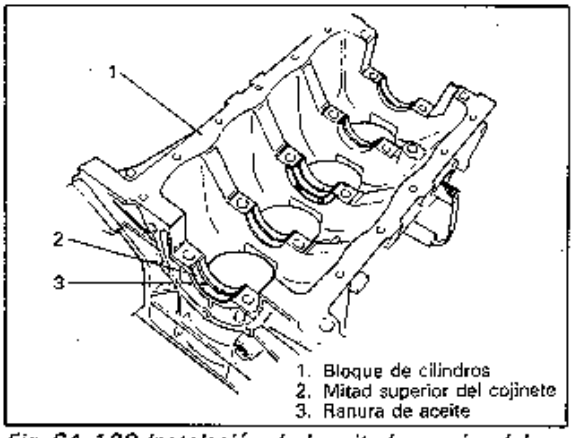

Fig. 6A-139 Instalación de la mitad superior del cojinete
- En cada tapa del cojinete principal, se han estampado una flecha y un número de la manera observada en la Fig. 6A-140. Al instalar cada tapa de cojinete en el bloque de cilindros, dirija la flecha hacia el lado de la polea del cigüeñal, e instale cada tapa desde dicho lado hacia el del volante, en el orden ascendente de los números "1", "2", "3", "4", y "5". Apriete los pernos de la tapa al par especificado.